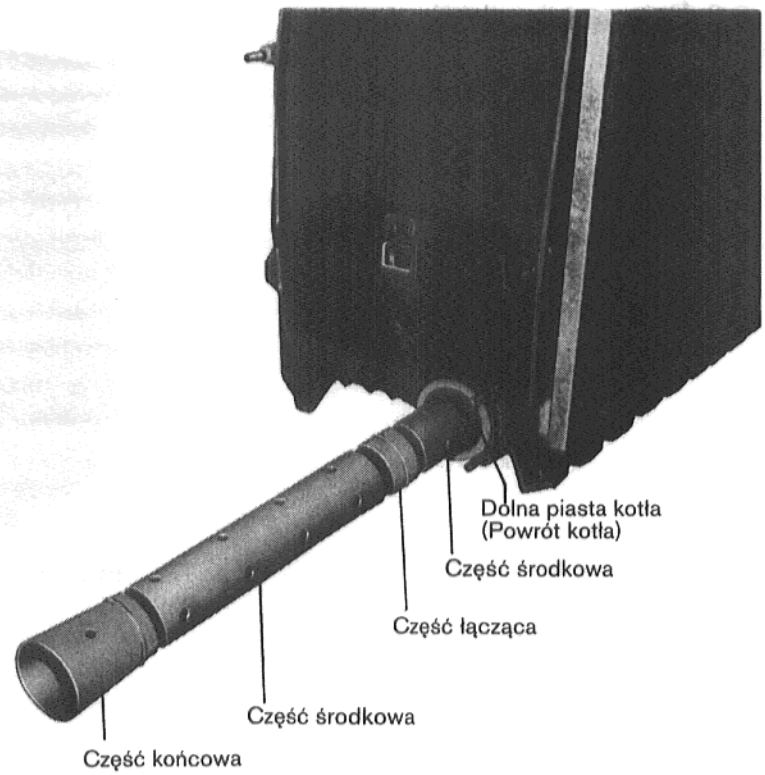

Rys. 16 - Przedstawienie zasady
2. Pierwszą część końcową (Poz. 1) wprowadzić w ostatnią część środkową rury zasilającej (Poz. 2, 3 lub 4) i wsunąć do oporu w dolną piastę kotła (Rys. 16).
3. Kołnierz przyłączowy powrotu wraz z uszczelką należy nasadzić na dolną piastę kotła i lekko przykręcić (Rys. 16 i 17).